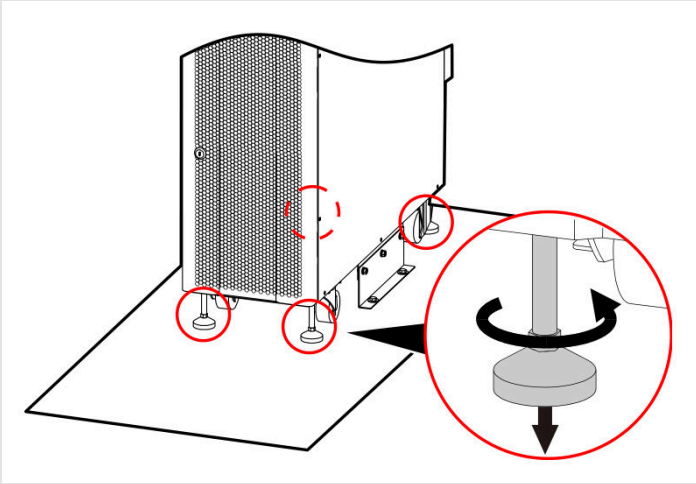

FIGURE 4-10 Lowering the leveling feet (circled)
4. Lower the leveling feet (counterclockwise) until they rest on the floor (Figure 4-10).